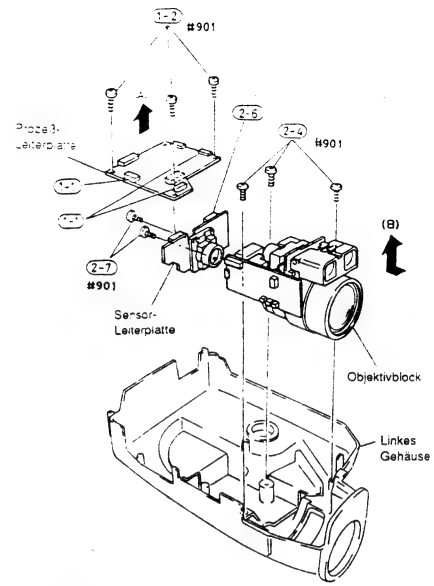

Abb. 2-25
1) Zwei (2) Stecker (CN1208, CN1209) und ein (1) Flachkabel (CN1207) von der Prozeß-Leiterplatte abtrennen (siehe Abb. 2-25).
2) Drei (3) Befestigungsschrauben der Prozeß-Leiterplatte entfernen.
3) Die Prozeß-Leiterplatte in Richtung des Pfeiles (A) entfernen und von der Sensor-Leiterplatte abtrennen. (Die Prozeß-Leiterplatte und die Sensor-Leiterplatte sind über einen Stecker miteinander verbunden.)
4) Drei (3) Befestigungsschrauben des Objektivblocks entfernen (siehe Abb. 2-25).
5) Den Objektivblock und die Sensor-Leiterplatte von dem linken Gehäuse in Richtung des Pfeiles (B) abnehmen.
6) Ein (1) Flachkabel (CN1002) von den Sensor-Leiterplatte abtrennen.
7) Zwei (2) Befestigungsschrauben der Sensor-Leiterplatte entfernen.